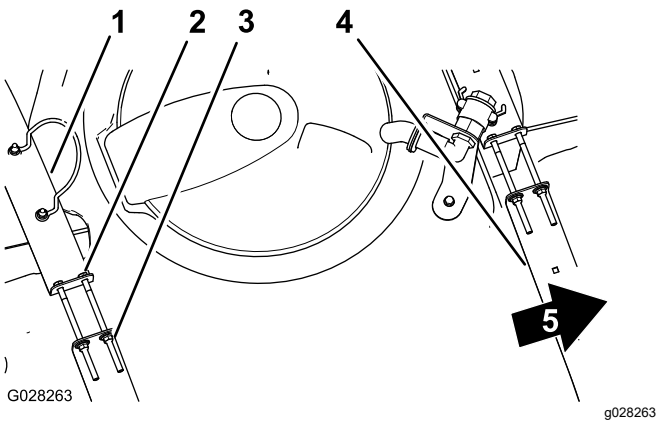

Figur 26
2. Kontrollera om det finns något spel mellan tankremmarna och tanken (Figur 26).
3. Om tankremmarna sitter löst mot tanken drar du åt flänslåsmuttrarna och skruvarna upptill på remmarna tills remmarna sitter tätt mot tanken (Figur 26).